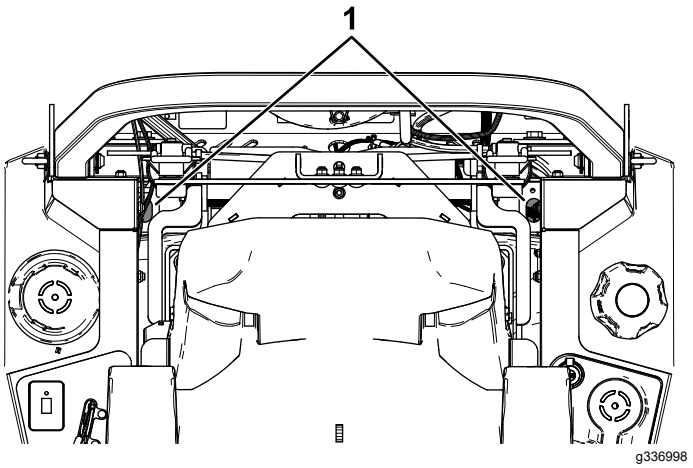

Figure 68
4. Utilisez une rallonge et une douille de 7/16 pouce pour accéder au bouchon d'aération par le haut de la machine, en passant par les trous près des supports de l'arceau de sécurité (Figure 68).